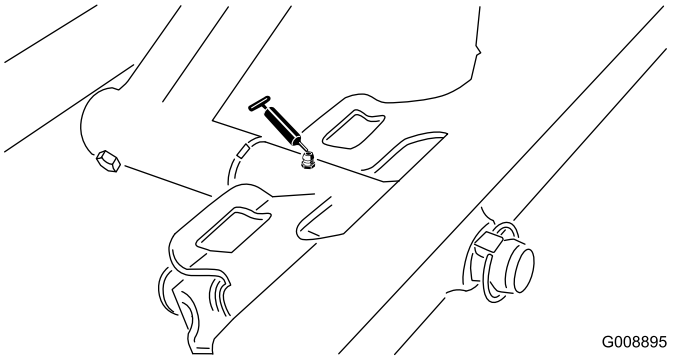

Figur 37
- Forreste klippeenheds drejetap (Figur 37)